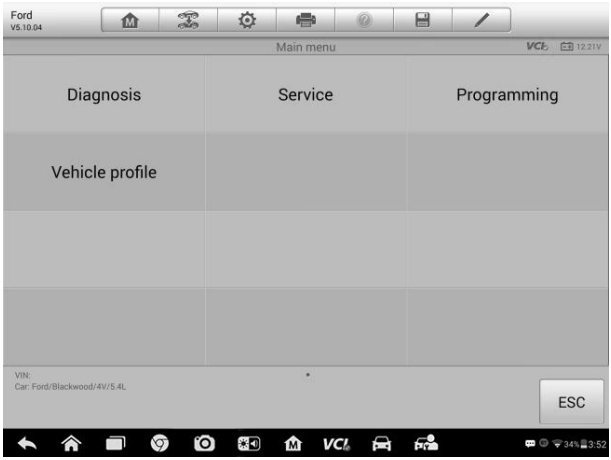

Figure 4-3 ***Sample Vehicle Diagnostics Screen***
5. Tap **Done**. The vehicle will be identified in a few seconds, and once the matching is successful, the system will guide you to the Vehicle Diagnostics screen directly (*Figure 4-3*).
The Vehicle Diagnostics screen (*Figure 4-3*) has three main options: